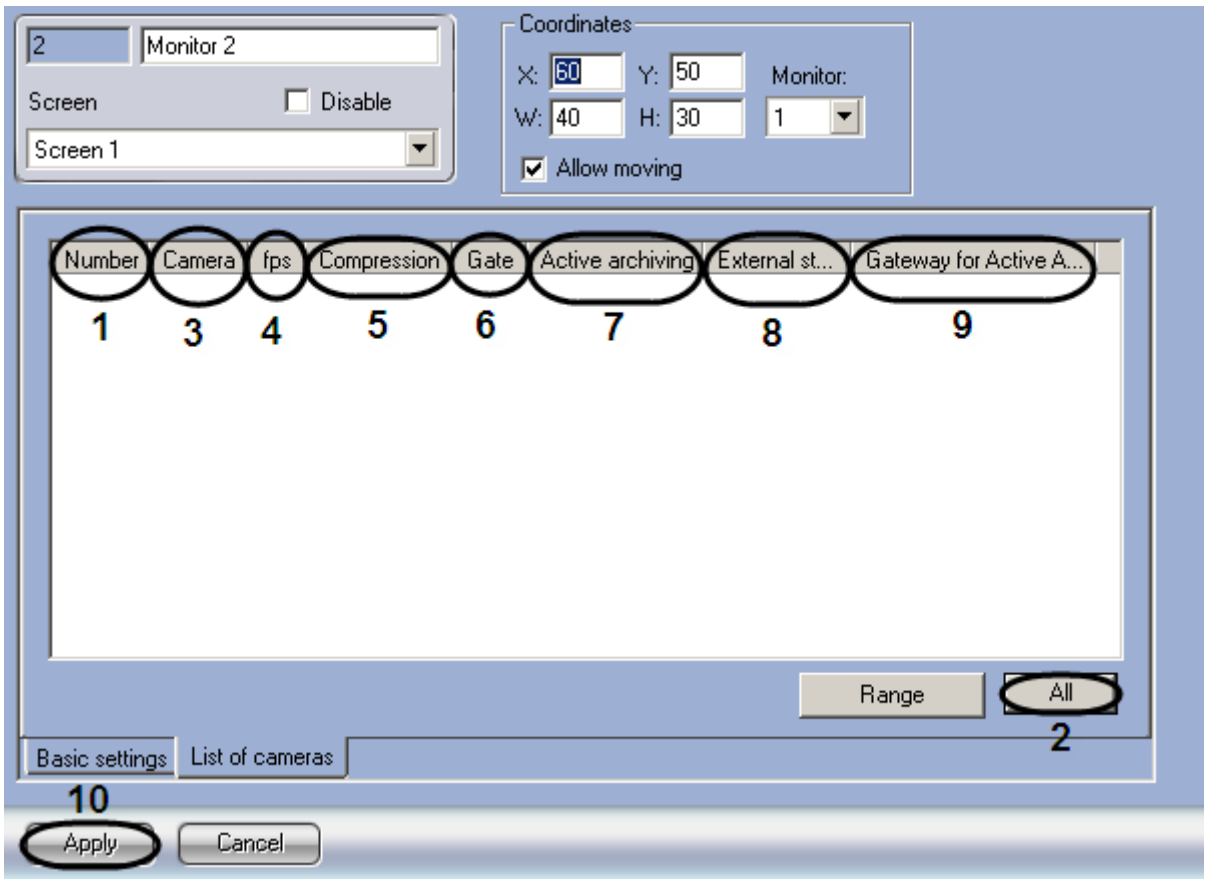

Figure 8.4-42 Selection of cameras
1. Go to the “List of cameras” tab (Figure 8.4-42).
2. Select the number of the required camera in the drop-down list of the “Number” column (Figure 8.4-42, 1).
Note. To select all the cameras, registered in the system, click the "All" button (Figure 8.4-42, 2).
3. As a result the name of the selected camera is automatically displayed in the "Camera" column (Figure 8.4-42, 3).
4. If a video signal is to be thinned for its transmitting to the "Monitor" of the Client, then select the required frame rate of video signal in the drop-down list of the "fps" column (Figure 8.4-42, 4).
“Compression” column (Figure 8.4-42, 5). Compression level is increased from “0” (no compression) to “5” (maximum compression).
6. If the “Monitor”is to receive a video archive from the selected camera via the “Gate” object, then select the name of this object in the drop-down list of the “Gate” column (Figure 8.4-42, 6).
7. If a video archive from the selected camera is to be transmitted to the “Monitor” from the “Active archiving” object, then select the name of this object in the drop-down list of the “Active archiving”column (Figure 8.4-42, 7).
8. If the selected video camera is used for video archive viewing from the external storage, then select the required “External storage” object in the “External storage” drop-down list (Figure 8.4-42, 8).
9. If the tansmission from the “Active archiving” object is performed via the “Gate” object, then select the name of this object in the drop-down list of the “Gateway for Active Archiver” column (Figure 8.4-42, 9).
11. To save all the changes click the “Apply” button (Figure 8.4-42, 10).